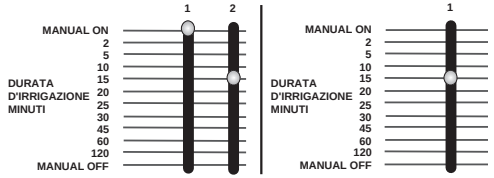

ABB. 14: Manuelle Bewässerung durch Station1 mit Hilfe des Schiebeschalters
- Schieben Sie den Bewäserungsdauer-Schalter zuerst in die Position **MANUAL ON** (Manuell Ein) (ganz nach oben) und dann zurück in eine beliebige Zeitdauerposition. Wenn Sie z. B. wollen, daß eine bestimmte Station 15 Minuten lang sprengt, schieben Sie den Schalter in die Position **MANUAL ON** (Manuell Ein) und dann zurück in die 15-Minuten-Position [**siehe Abb.14**].